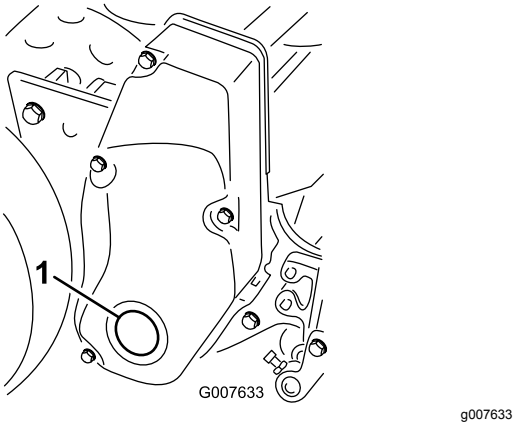

Figur 68
1. Ta bort locket på den högra cylinderdrivningens kåpa (Figur 68).